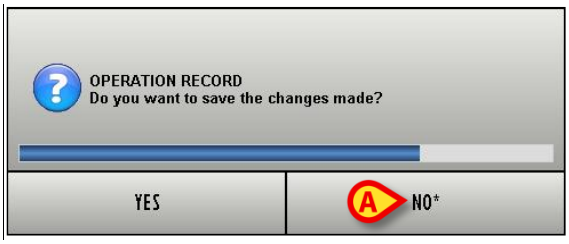

Fig 49
2) Timer window with double choice (YES or NO - Fig 49).
When the blue part reaches the left side of the bar the window disappears. When this happens the system chooses either the Yes or No option by default, depending on the context/question. Default selection is set by configuration and indicated by an asterisk (Fig 49 **A**).